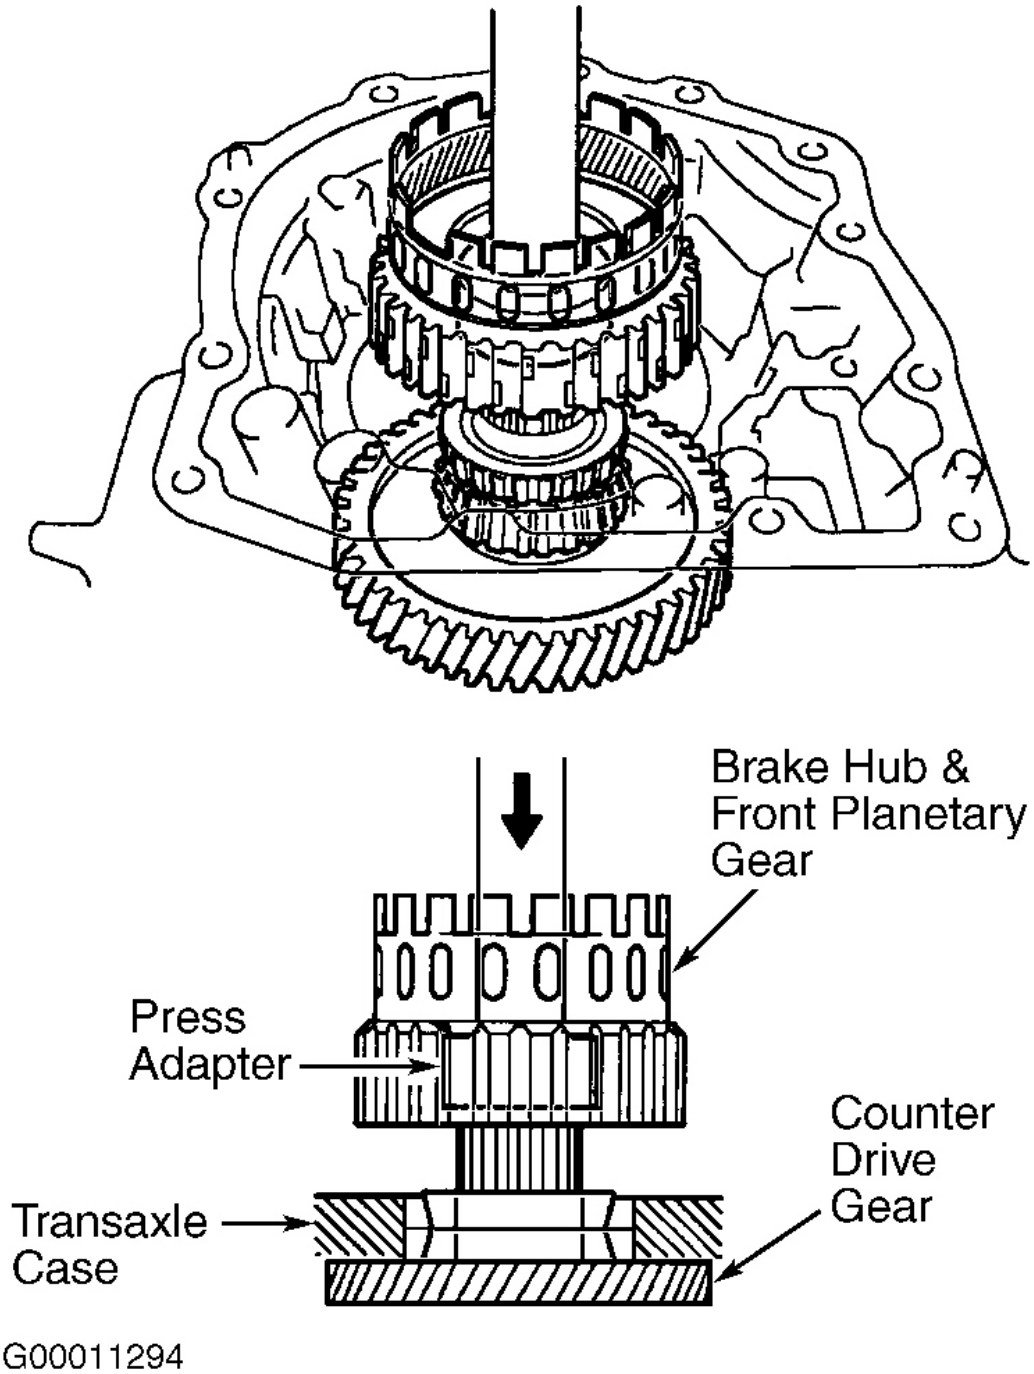
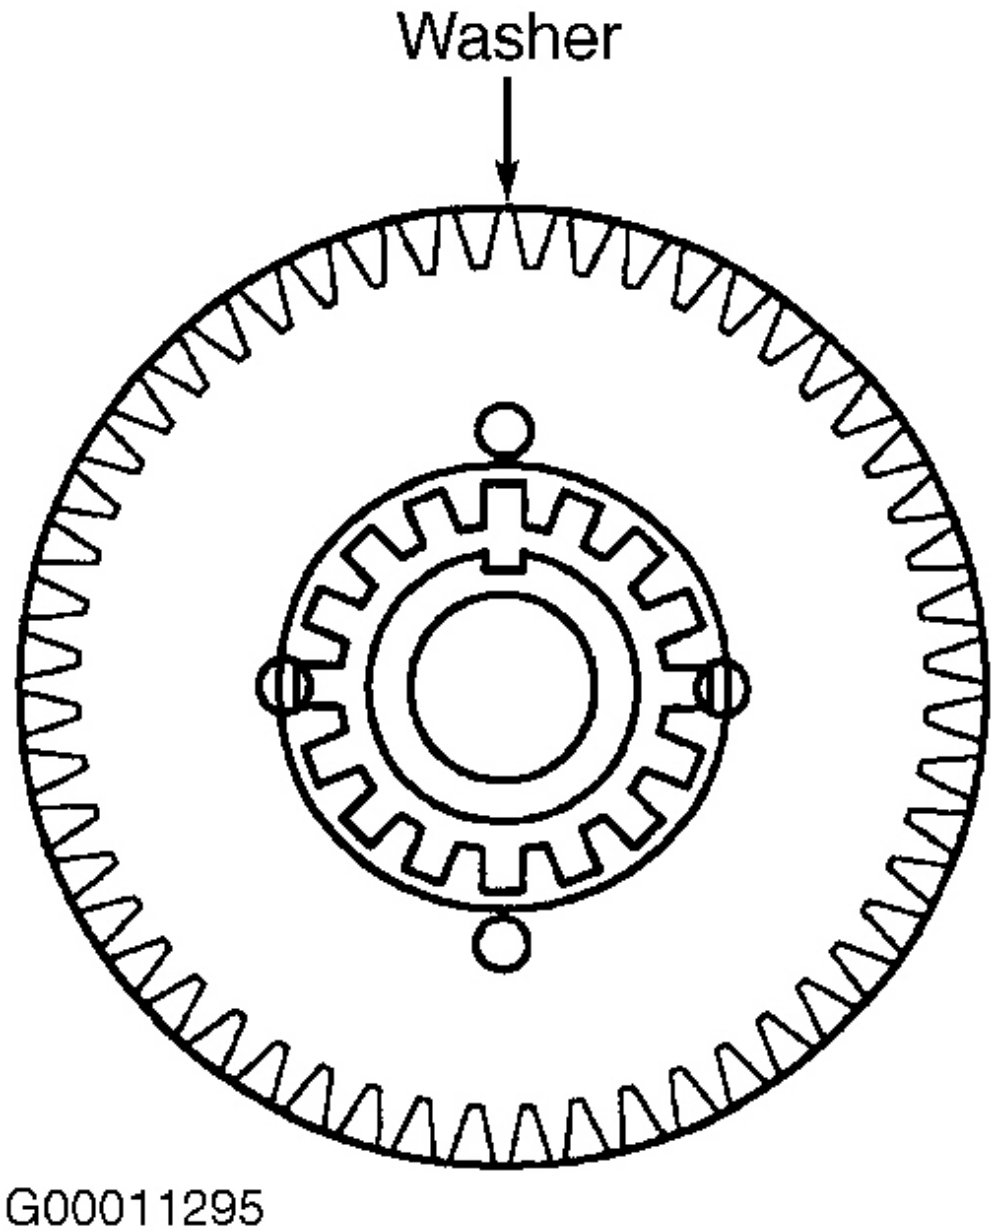

Fig. 62: Installing Front Planetary Gear With Brake Hub Into Transaxle Case
Fig. 63: Installing Counter Drive Gear Washer
8. Install front planetary ring gear and snap ring to brake hub. Install front planetary gear to brake hub. Using appropriate adapter and press, install brake hub with front planetary gear into transaxle case. See **Fig. 62**. Install washer on counter drive gear in correct direction. See **Fig. 63**.